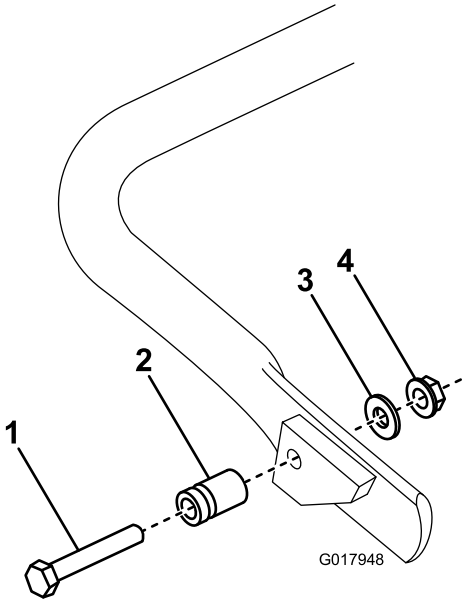

**Figur 6**
1. **Kun for GR1600**. Koble fjærbolten til høyre side av støtten (Figur 6) med bolten, skiven og flenshodemutteren som fulgte med.